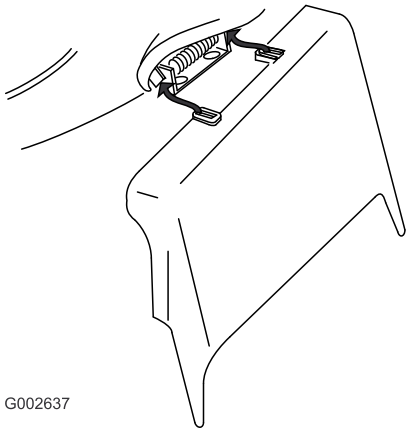

**Figur 35**
3. Monter sideudblæsningsrøret, og fæld pladen ned på røret (Figur 35).